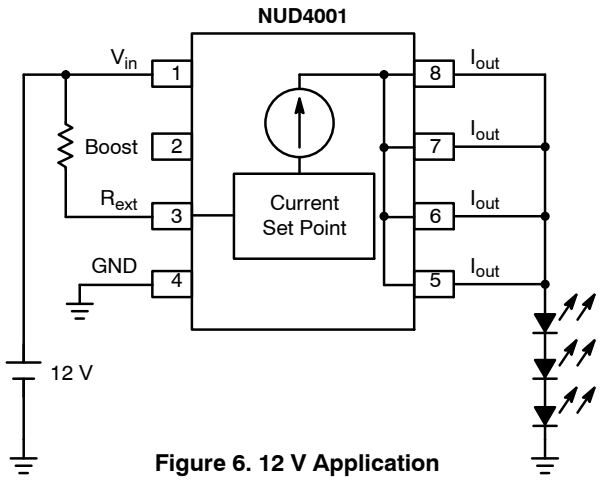

Figure 6. 12 V Application (Series LED's Array)
a. Per example in Figure 6, V_{in} = 12 V
a. Per example in Figure 6,